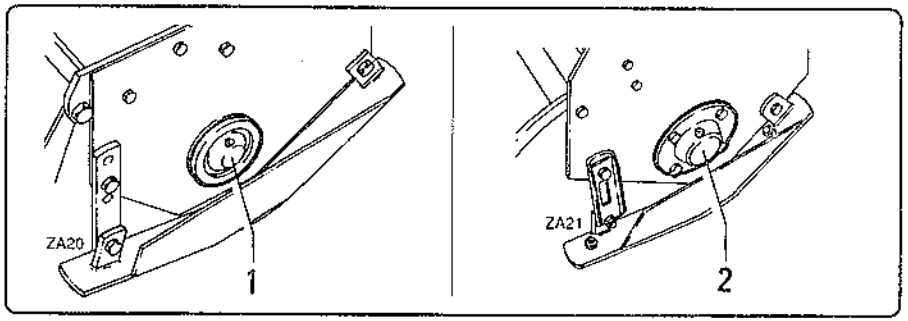

fig. 7.4.1
- Graissez le palier de droite "1" fig. 7.4.1 du rotor ou bien vérifiez la présence d'huile dans le palier de droite "2" fig. 7.4.1 (dans les versions avec palier à bain d'huile).
- *Das rechte Lagergehäuse "1" Abb. 7.4.1 des Rotors fetten oder prüfen, ob Öl im rechten Lagergehäuse "2" Abb. 7.4.1 (in den Ausführungen mit Lagergehäuse im Ölbad) vorhanden ist.*